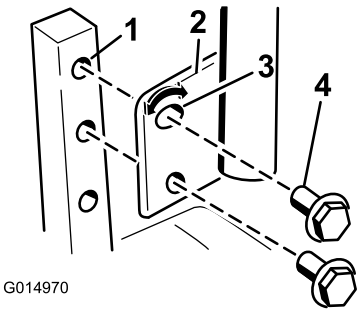

Figur 24
1. Lossa de två skruvar som håller fast reglagespaken vid reglagearmen (Figur 24).
3. Fäst spaken med de två skruvarna (Figur 24).
2. Lossa på den nedre skruven såpass mycket att du kan svänga reglagespaken framåt och bakåt (Figur 24). Dra åt båda skruvarna ordentligt för att säkra spaken i det nya läget.